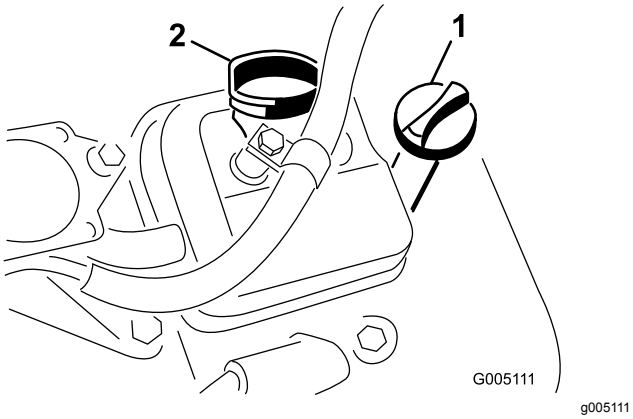

**Figuur 33**
3. Steek de peilstok in de peilstokbuis en schroef de stok in de buis (Figuur 33).